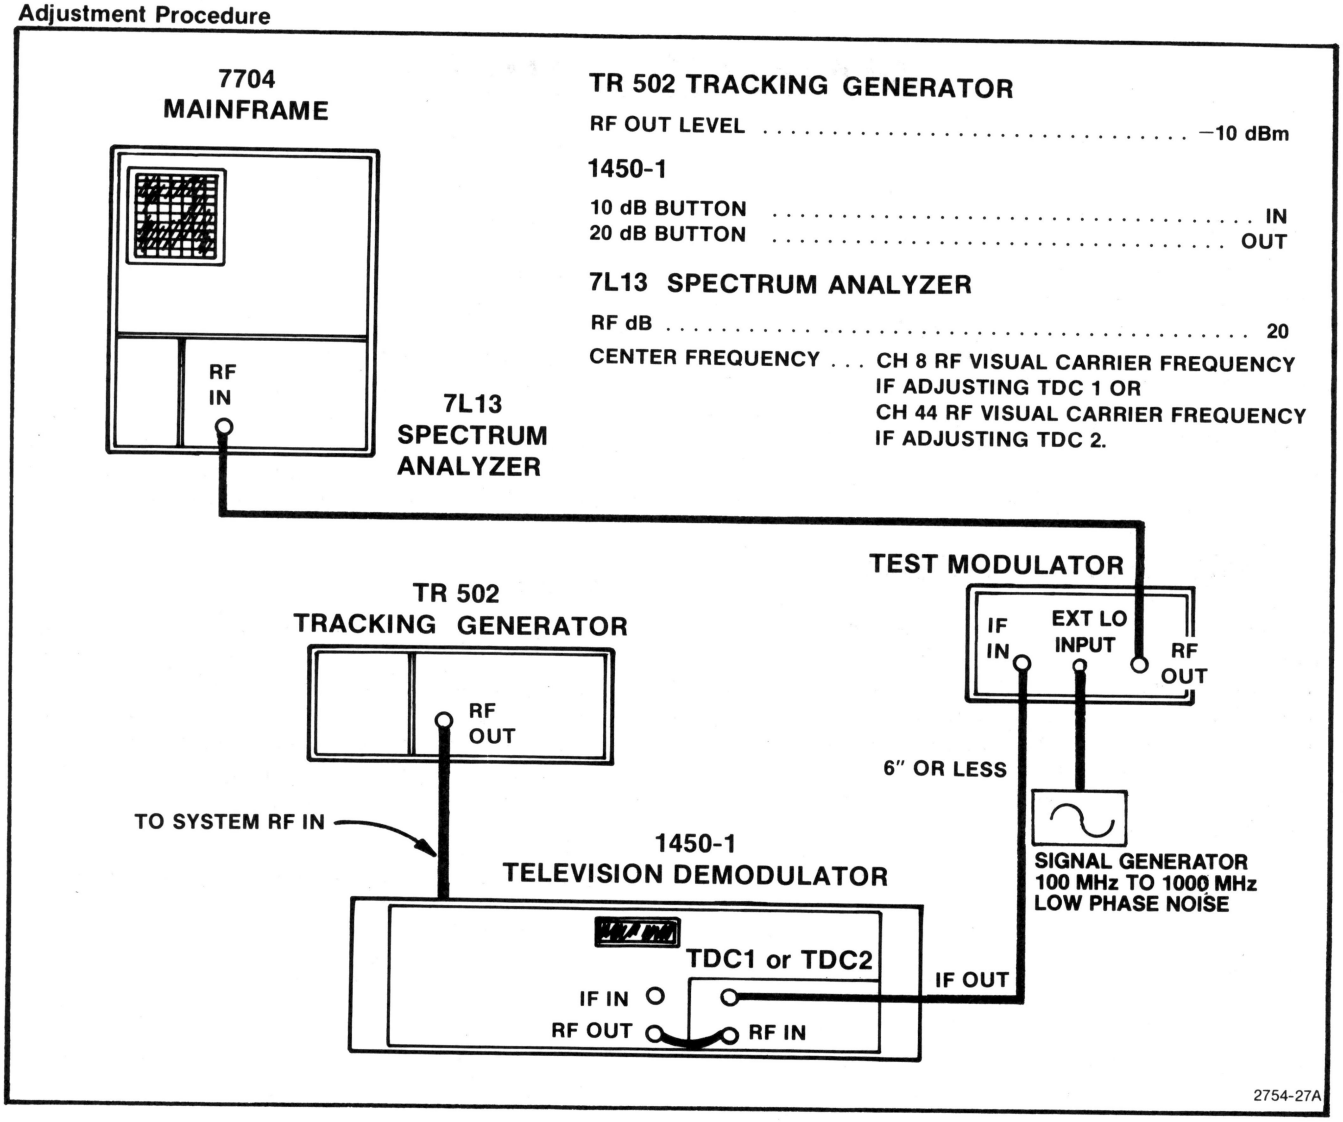

Fig. 4-16. Test Setup for Adjusting Down Converter Insertion Gain and Overall Flatness.
b. Now, connect the test equipment as shown in Fig. 4-16. Tune the down converter to channel 8 if adjusting a TDC1 or channel 44 if adjusting a TDC2. See Table 4-2 for channel frequencies.